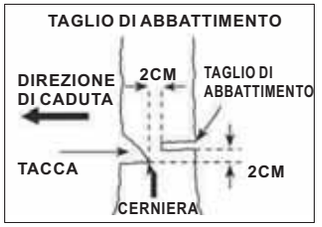

Fig.12
7.3.2 TAGLIO DI ABBATTIMENTO (FIG.12)